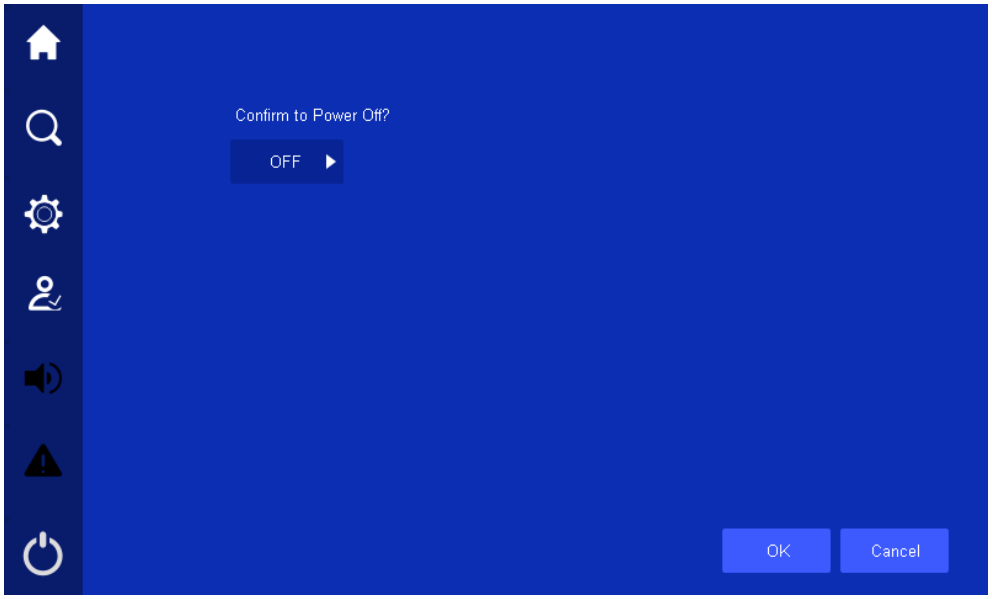

Рис. 5.2 Подтверждение выключения
- На главной станице сенсорного экрана нажмите на иконку , произойдет переход на страницу включения/выключения ИБП, нажмите кнопку OK чтобы подтвердить включение инвертора, см. Рис. 5.2.